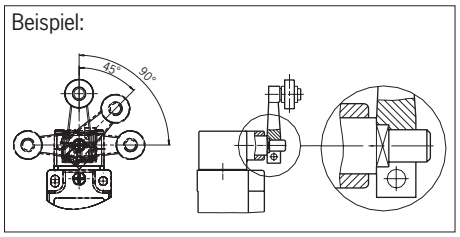

Bild 2: Vertikale Umsetzbarkeit Betätiger
- Der Betätiger (Schwenkhebel) muss formschlüssig auf der Antriebswelle befestigt werden. Die Vielkante an Betätiger und Antriebswelle müssen ineinander greifen (siehe Bild 2).